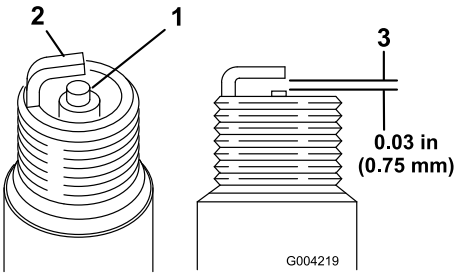

Figura 24
1. Mire la parte central de ambas bujías (Figura 24). Si se observa un color gris o marrón claro en el aislante, el motor está funcionando correctamente. Si el aislante aparece de color negro, significa que el limpiador de aire está sucio.
2. Compruebe la separación entre los electrodos central y lateral (Figura 24).
3. Si la distancia no es correcta, doble el electrodo lateral (Figura 24).